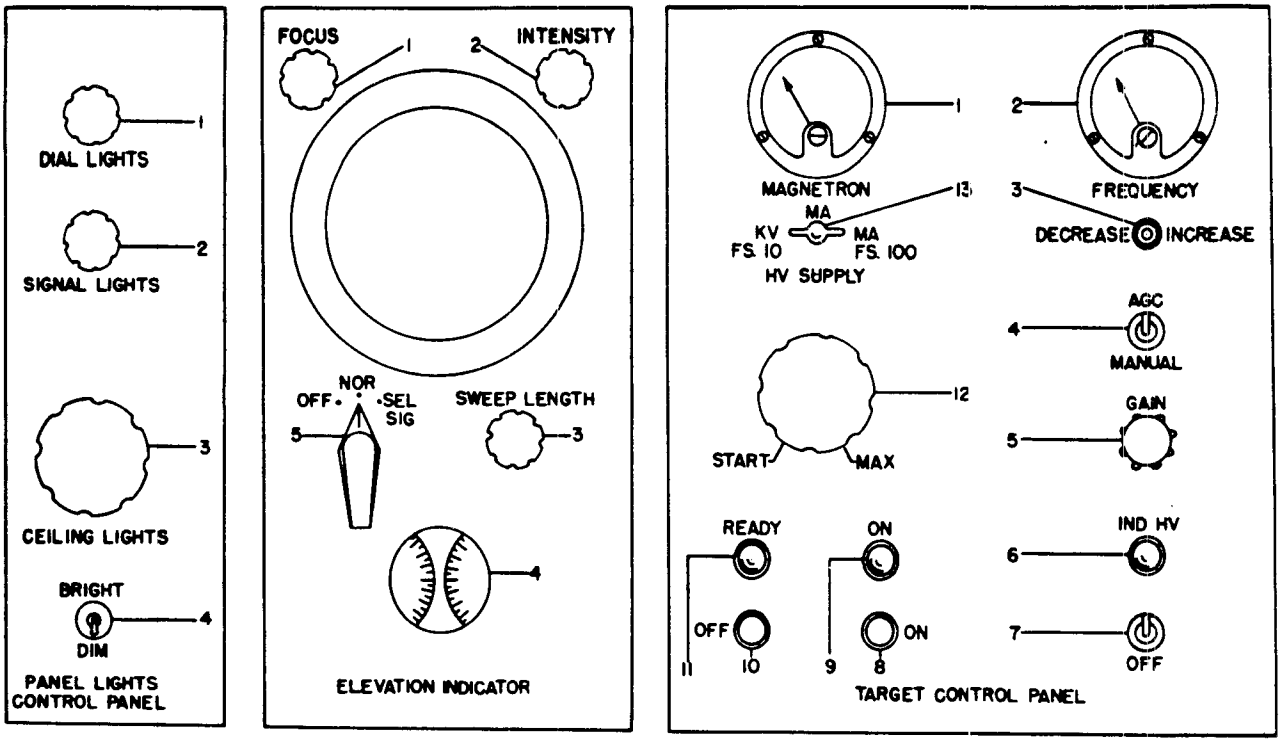

*Figure 26. Panel lights control panel, elevation indicator, and target control panel.*
(1) Figure 26 and tables XV, XVI, and XVII show the indicators and controls on the panel lights control panel, the elevation indicator, and target control panel.